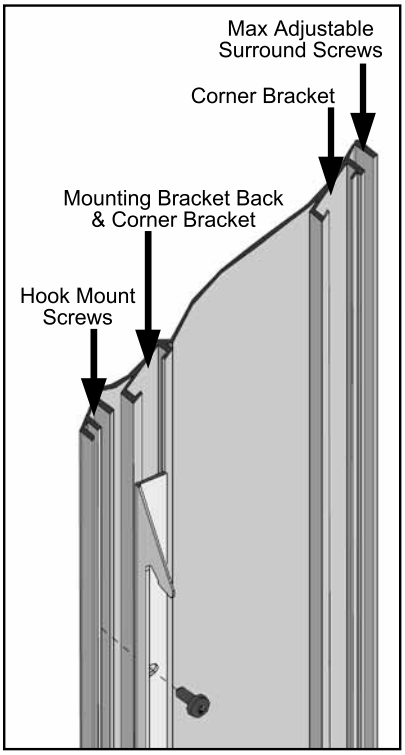
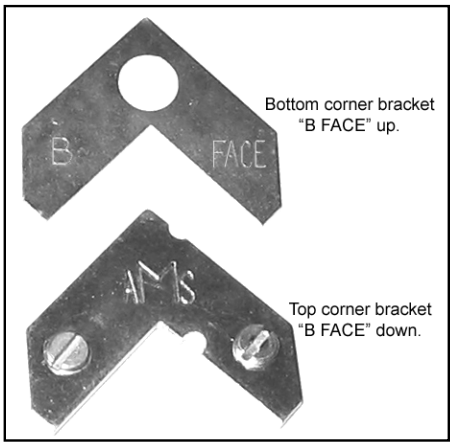

Figure 60: Screw Hook Bracket to the Trim.
Figure 62: Two pieces of corner bracket.
1. Line up the two (2) screw holes in the left hook bracket with the second slot in on the back of the left trim side (refer to Figure 60). Center the bracket between the top and bottom of the trim (approximately ⅛" (2.5mm) from either end) and fasten the bracket in place using two (2) #8 screws.
4. Attach the left side trim to the top trim using two (2) corner brackets (see Figure 60 & 61) to secure pieces together. There are two (2) main pieces to each corner bracket (see Figure 62). When installing the corner pieces into the trim the "B FACE" sides must face each other and the screw heads are to face out. With the bracket in place and the top and a side trim snug together use a flat head screwdriver to turn the two (2) screws in each corner bracket to tighten them into the side trim first, then the top trim.
6. For 4-Sided Trim Only: Slide two (2) corner brackets into place at either end of the bottom trim and attach the bottom trim to the left and right trim using the same method used in Step 4, except tightening the side trim first, then the bottom trim.
8. Only if installing Adjustable Surround with maximum dimensions from Table 1; fasten the two (2) adjustable surround corners to the outside rim of the Trim (pointed out in Figure 60) with four (4) T-20 screws for each surround corner.